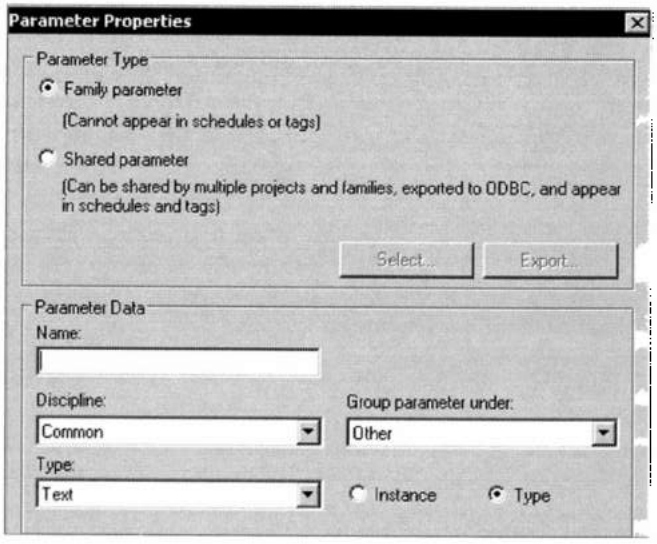

Рис. 12.2. *Добавление параметра*
2. В группе **Parameters** (Параметры) кнопкой **Add** (Добавить) открыть бокс **Parameters Properties** (Свойства параметра) (рис. 12.2).
2. Выделить созданный размер и в строке параметров открыть список **Label** (Метка) (этот список можно также открыть, выбрав из контекстного меню размера команду **Edit Label**). Выделить в списке нужный параметр. При его отсутствии выбрать значение *<Add Parameter>* (Добавить параметр), что откроет бокс **Parameter Properties** (см. рис. 12.2), в котором создать описание параметра.
1. В боксе **Family Types** (см. рис. 12.1) кнопкой **Add** (Добавить) открыть бокс **Parameter Properties** (Свойства параметра) (см. рис. 12.2).
Изменение параметров семейства. В боксе **Family Types** (Типоразмеры в семействе) (см. рис. 12.1) выбрать нужный параметр и кнопкой **Modify** (Изменить) открыть бокс **Parameters Properties** (Свойства параметра) (см. рис. 12.2). В нем можно переименовать этот параметр, а также указать, будет ли он параметром типоразмера или вхождения. Также параметр семейства можно изменить на общий параметр.
2. В разделе, который был выбран в списке **Group parameter under** (Группирование параметров) на рис. 12.2, установить для маркированных размеров в столбце **Value** (Значение) их значения. Если некоторые размеры зависимы от других, в столбце **Formula** ввести соответствующие формулы.